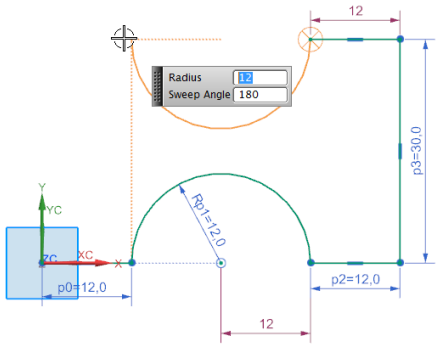

Figure 2-61 *Horizontal and vertical help lines displayed to define the endpoint of the arc*
13. Move the cursor over the lower arc once and then move it toward the left, refer to Figure 2-61.
A horizontal help line is displayed originating from the center of the arc being drawn. At the point where the cursor is vertically in line with the start point of the lower arc, a vertical help line appears from the start point of the lower arc, refer to Figure 2-61.